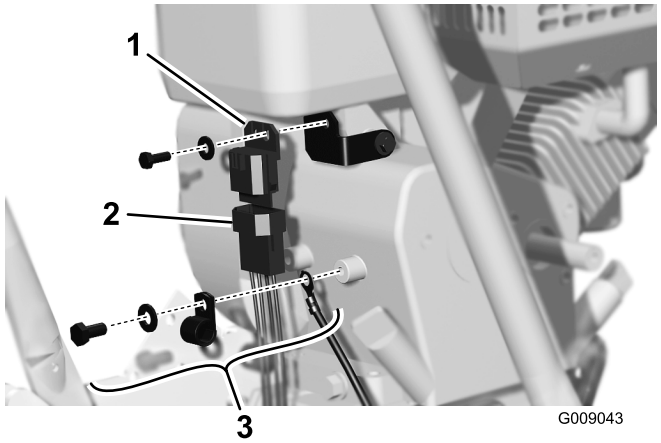

Figure 4
1. Mount the safety module, removed from old engine, to the back of the new engine with the screw and washer previously removed (Figure 4).
A. Plug the wire harness connector into the safety module (Figure 4).
F. Mount the harness ground wire ring terminal to the engine boss with a external tooth lock washer and cap screw (Figure 4). Use the right hand boss on the rear of the engine.